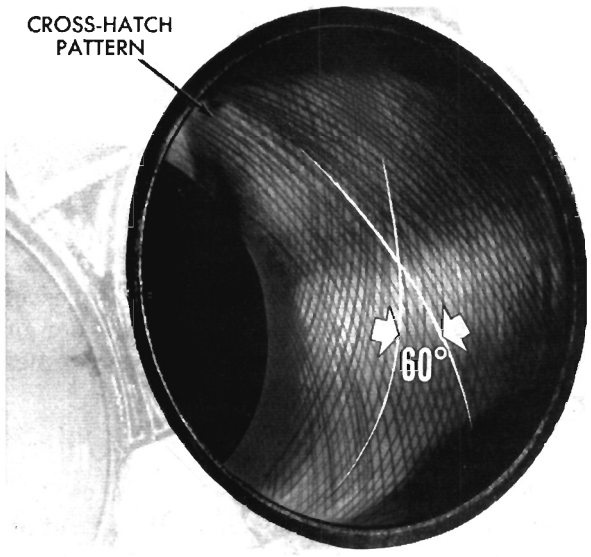

Fig. 39—Cross Hatch Pattern
(1) Used carefully, the cylinder bore resizing hone C-823 equipped with 220 grit stones, is the best tool for this job. In addition to deglazing, it will reduce taper and out-of-round as well as removing light scuffing, scoring or scratches. Usually a few strokes will clean up a bore and maintain the required limits.
(2) Deglazing of the cylinder walls may be done using a cylinder surfacing hone, Tool C-3501, equipped with 280 grit stones (C-3501-3810) if the cylinder bore is straight and round. 20-60 strokes depending on the bore condition will be sufficient to provide a satisfactory surface. Inspect cylinder walls after each 20 strokes. Use honing oil C-3501-3880 or a light honing oil available from major oil distributors. **Do not use engine or transmission oil, mineral spirits or kerosene.**
(3) Honing should be done by moving the hone up and down fast enough to get a cross-hatch pattern. When hone marks **intersect** at 60°, the cross hatch angle is most satisfactory for proper seating of rings (Fig. 39).
(4) After honing, it is necessary that the block be cleaned again to remove all traces of abrasives.